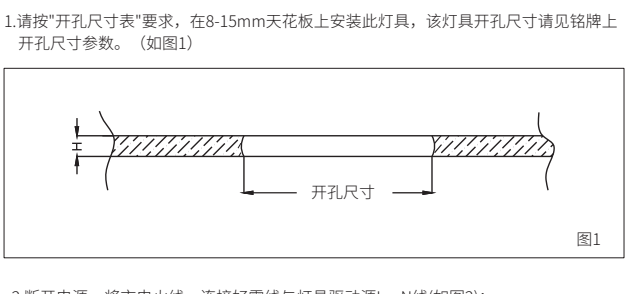

图1
1.请按"开孔尺寸表"要求，在8-15mm天花板上安装此灯具，该灯具开孔尺寸请见铭牌上开孔尺寸参数。（如图1）